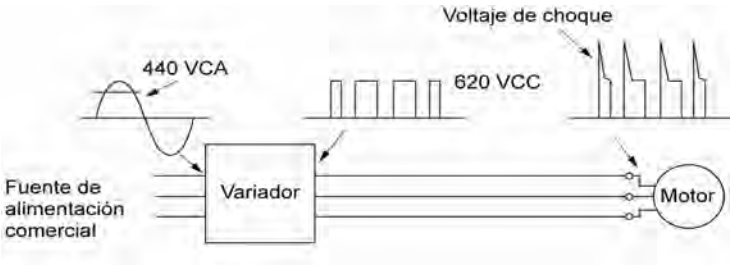

Figura C.1 Formas de onda del voltaje de porciones individuales
Pero como existe inductancia (L) y capacidad parásita (C) en el cableado entre el variador y el motor, la variación del voltaje debido a la conmutación de los elementos del variador causa un sobrevoltaje que se origina en la resonancia LC y que tiene como resultado la adición de alto voltaje en los terminales del motor. (Véase la Figura C.1).